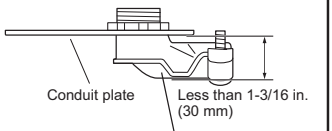

Fig. 2
5) Attach straight joint (for rear piping) / elbow joint (for right, left, or downward piping) to conduit plate with lock nut. The thread of the installed conduit pipe / elbow joint appearing inside should be less than 3/8 in. (10 mm). (Fig. 1) Elbow joint should appear less than 1-3/16 in. (30 mm) outside. (Fig. 2)